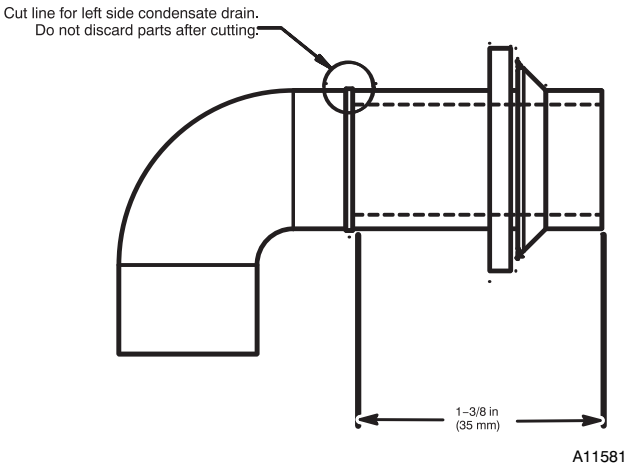

Fig. 16 – Modify Rubber Drain Elbow
3. The Z-pipe is connected to the condensate trap and the outside of the furnace by modifying the formed rubber drain elbow as shown in Fig. 16.
4. Remove the formed grommet from the rubber drain elbow by cutting the elbow along the vertical line located about 1−3/8 in. (35 mm) away from the formed grommet. See Fig. 16. **DO NOT DISCARD THE FORMED GROMMET OR THE RUBBER ELBOW**. Both of these pieces will be used.
TIP FROM CONTRACTORS: When installing the furnace horizontally, use the entire drain elbow (that is, do NOT cut as shown in Fig. 16 to connect the trap to the drain line. This helps to prevent bumps and shocks to the drain line from damaging the furnace drain trap. Avoid misalignment of the drain pipe which may cause kinks in the elbow.